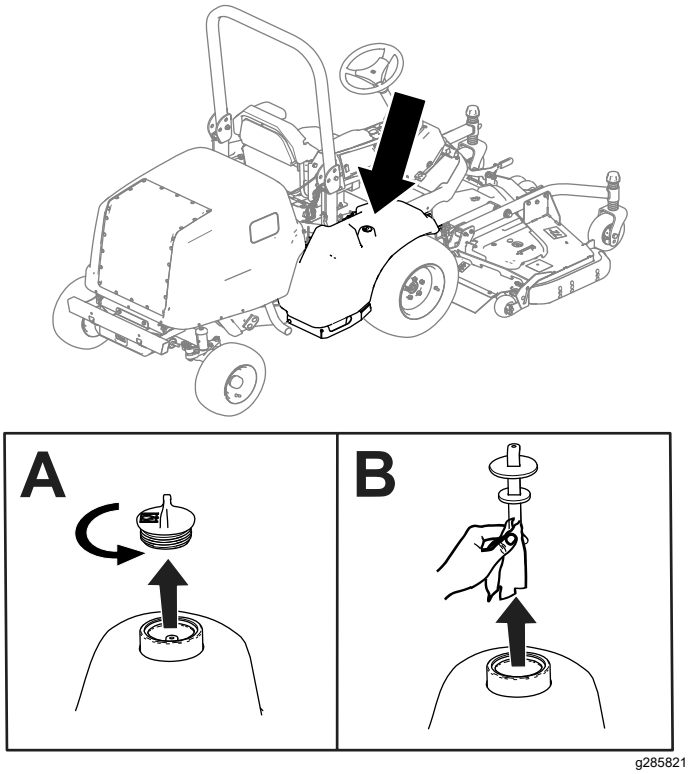

Figure 83
2. Retirez le bouchon du réservoir de liquide hydraulique (Figure 83).
3. Sortez la jauge du réservoir hydraulique et essuyez-la sur un chiffon propre (Figure 83).